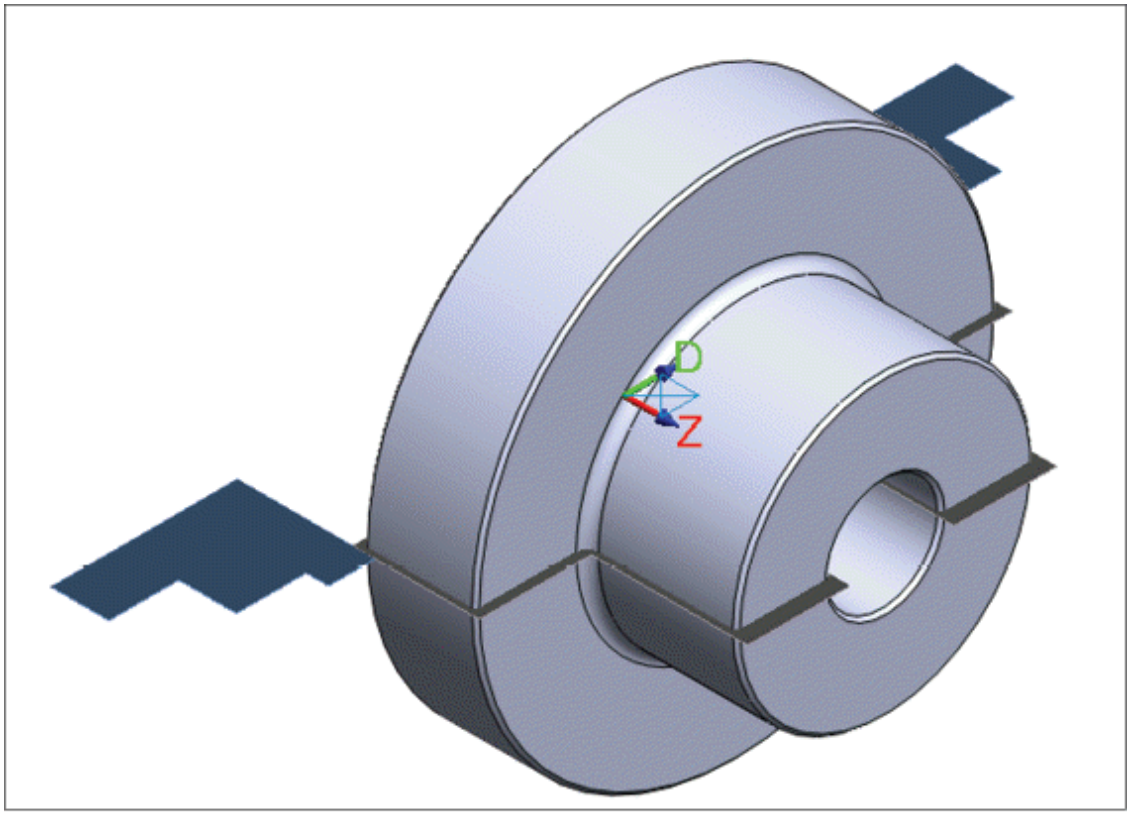

Figure-39. Model after applying stock and chuck jaws
- Select the **Shade boundaries** check box and click on the **OK** button from the dialog box. The model will be displayed as shown in Figure-39. Note that you need to hide the imported model for checking the stock model. To do so, select the imported model and select the **Blank** option from the **Display** panel in **Home** tab of the **Ribbon**.